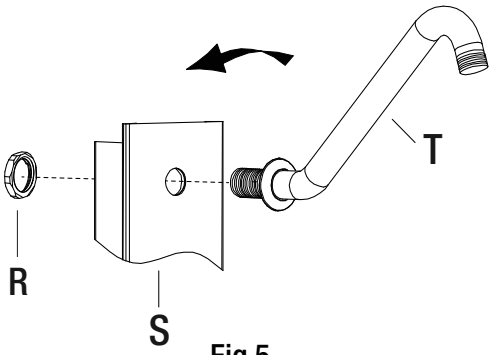

Fig.5
- Insérez le bras de douche (T) dans la colonne de douche (S) et fixez-le à l'aide de l'écrou (R), voir fig. 5.